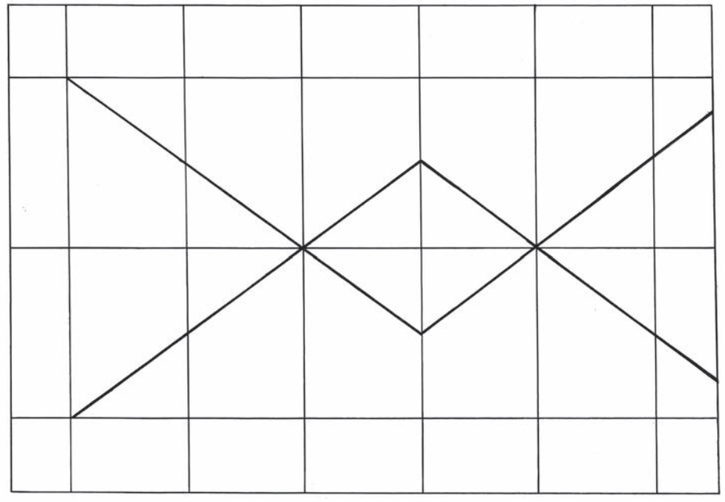

Figure 29: An "outline block" drawing of a lever system
- Look at Figure 29 as an example. Start by drawing an **outline block** to work in.